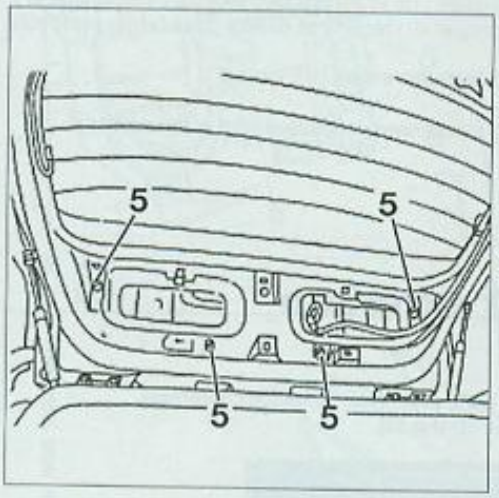

FIG. 60
• Déposer le becquet ; pour cela **(Fig.60)** :
- déposer les vis (5).